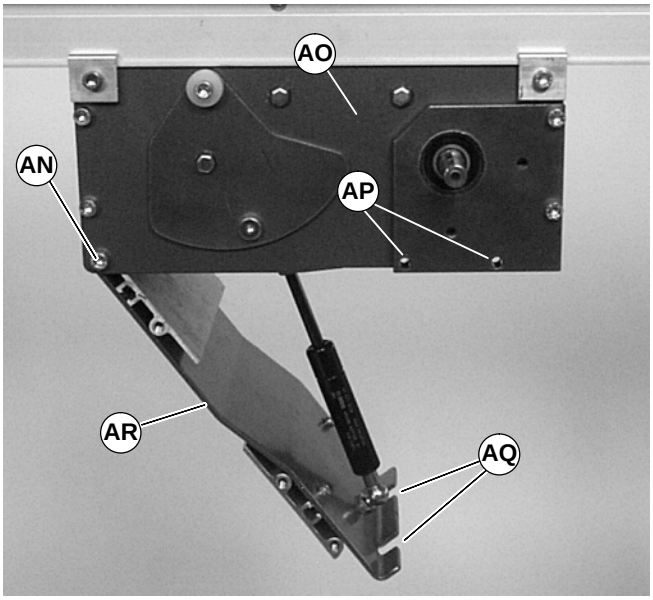

Figure 15
2. Remove tail cover plate (AK).
3. Slide bottom wiper (AI) through side slot of tail plate (AL).
5. Loosen corner screws (AN of Figure 15), on each side of the center drive module (AO).
8. Loosen corner screws (AN of Figure 15), on each side of the center drive module (AO).
9. Remove tension door screws (AP) on each side of the center drive module.